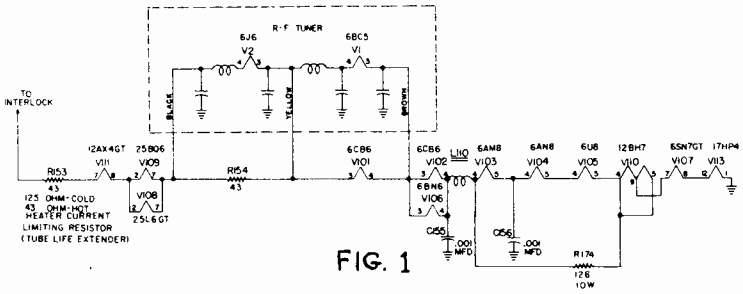

FIG. 1
1. R156, R157, and R158, filament shunt resistors (43 ohm, 10%, 2 watt), are replaced by R174, 126 ohm, 10%, 10 watt resistor, Part No. 158230. The change in the schematic is given in Figure 1. Chassis 426 incorporating this change are stamped with code letter F or later.